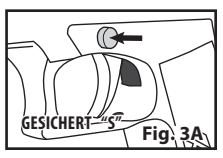

Fig. 3A
- Schieben Sie die Sicherung von der linken Seite ganz nach innen, bis Sie den ROTEN Ring um die Sicherung an der linken Seite der Luftpistole nicht mehr sehen. Die Luftpistole ist jetzt "GESICHERT" (Siehe Abb. 3A).